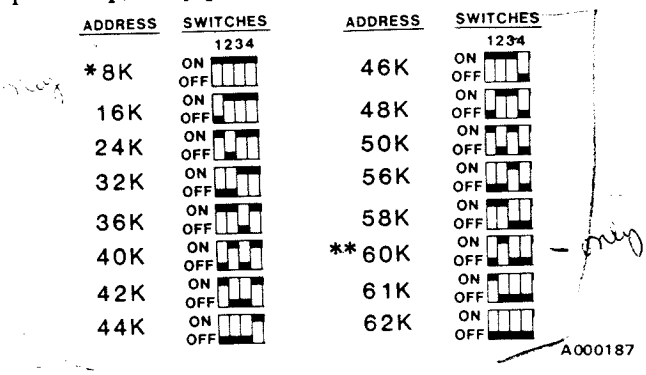

FIGURE 2. RESTART SWITCHES
Four RESTART ADDRESS Switches allow the user to select one of sixteen combinations as shown in Figure 2. The positions of these switches control the address at which the CPU begins execution of the program after a reset condition occurs. The two normal choices are:
1. Without the Control Panel, the user selects the 8K position (* Figure 2) with all four switches in the ON position. (RTD cannot be used without a Control Panel unless Video Memory and Video Interface Modules with RTD EPROMS are being used.)
2. With the Control Panel, the user selects the 60K position (** Figure 2) with switch 2 ON and the remaining three switches OFF. This permits the CPOS program to be active upon start-up. RTD can be used.